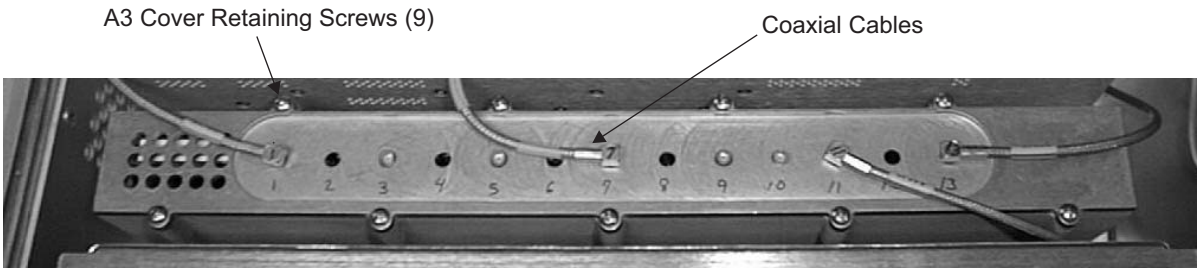
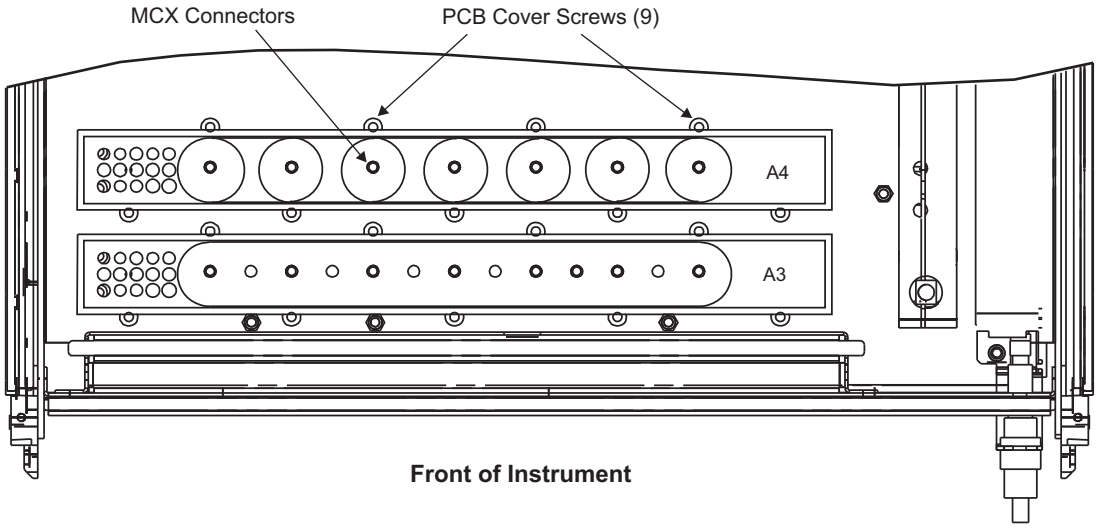

Figure 7-6. A3 Reference/Fine Loop PCB Cover Removal
Figure 7-7. A3 Reference/Fine Loop and A4 Coarse Loop PCB Assembly Removal
1. Carefully disconnect the coaxial cables from the top connectors of the A3 PCB assembly. See Figure 7-6 and Figure 7-7.
1. Carefully disconnect the coaxial cables from the top connectors of the A4 PCB assembly. Refer to Figure 7-7.